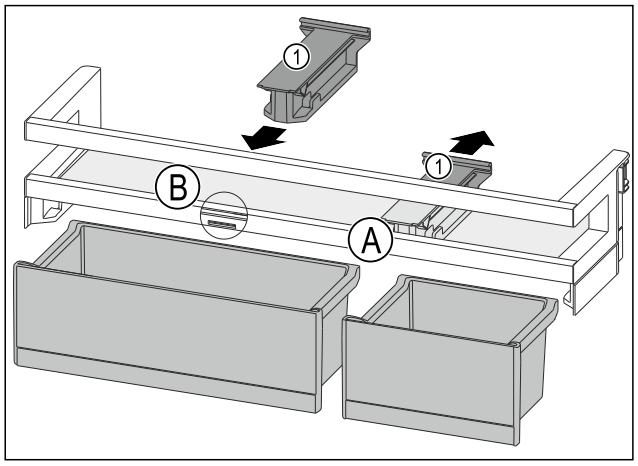

Fig. 89
▶ Desprindeți piesa de susținere *Fig. 89 (1)* din poziție *Fig. 89 (A)* spre spate.
▶ Introduceți piesa de susținere *Fig. 89 (1)* în poziție *Fig. 89 (B)*.